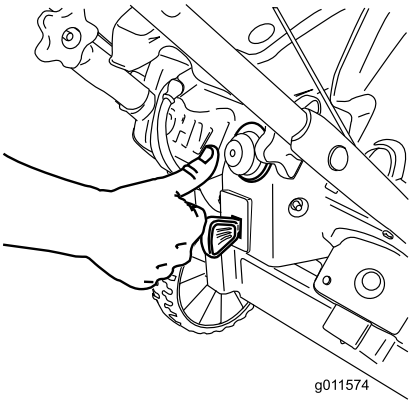

Figur 18
3. Snapsa genom att trycka in knappen ordentligt med tummen två gånger och hålla in knappen en sekund vid varje tryckning innan du släpper den igen (Figur 18).